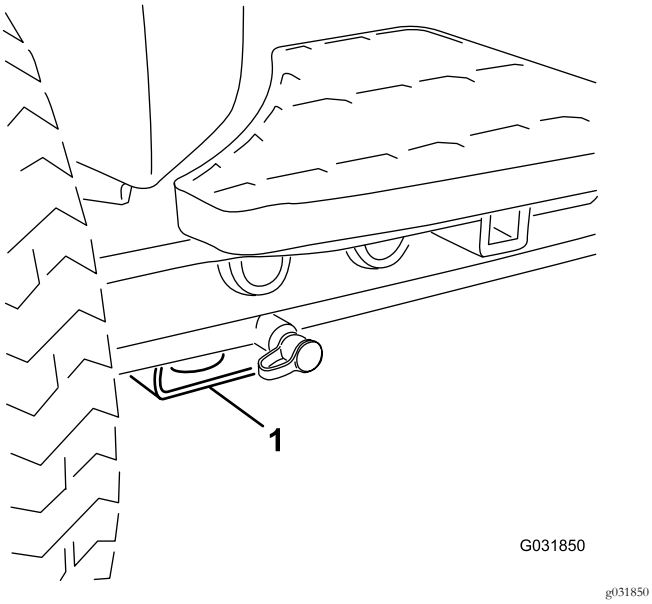

**Figura 28**
- **Parte anteriore della macchina** – supporto rettangolare, sotto il tubo dell'assale, all'interno delle ruote anteriori (Figura 28).